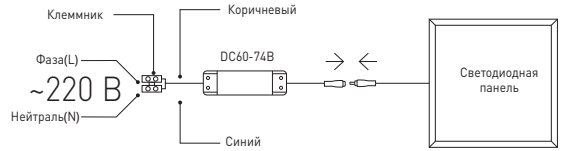

Рис.1. Схема подключения светодиодной панели к сети 220В.
- - либо к проводу источника питания с помощью внешнего клеммника (в комплект не входит) в соответствии со схемой, изображенной на рис.1;
3.4.3. Далее необходимо соединить соответствующие разъемы источника питания и провода питания панели, см. рис.1.